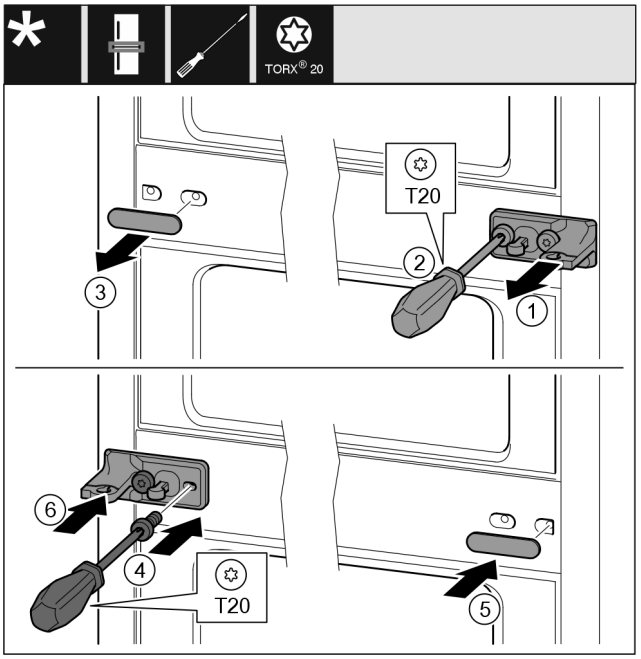

Fig. 21
- ▶ Αφαιρέστε τη ροδέλα. *Fig. 21 (1)*
- ▶ Ξεβιδώστε τις βίδες με κατσαβίδι T20. *Fig. 21 (2)*
- ▶ Τραβήξτε προσεκτικά έξω το κάλυμμα. *Fig. 21 (3)*
- ▶ Βιδώστε το στήριγμα με τη μεμβράνη περιστρέφοντάς το 180° στην άλλη πλευρά. *Fig. 21 (4)*
- ▶ Εφαρμόστε το κάλυμμα περιστρέφοντας το κατά 180° στην άλλη πλευρά. *Fig. 21 (5)*
- ▶ Περάστε τη ροδέλα από μπροστά. *Fig. 21 (6)*